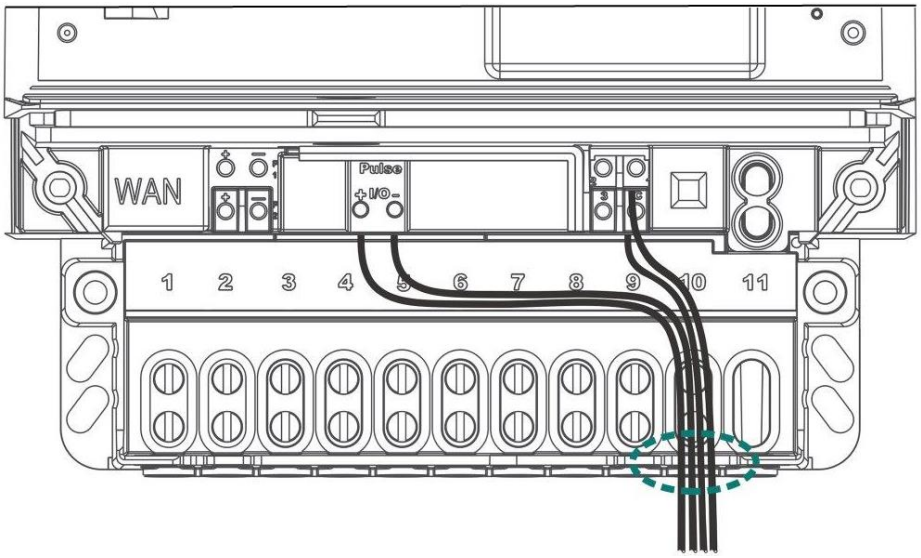

Figure 8: Pulse output2 and 2A Relay connections for wire routing
4. Insert the cables into the appropriate slots of Pulse Output 2 and 2A Relay, as shown in Figure 8.